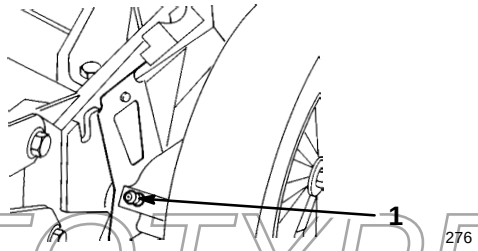

Abbildung 25
5. Die Schmiernippel mit einem sauberen Lappen abwischen (Abb. 25).